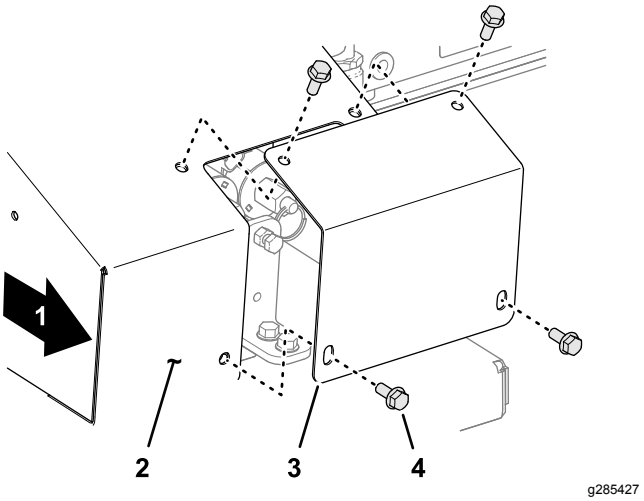

Figur 27
1. På høyre side av maskinen, fjern de fire flenshodeskruene som fester dekselplaten til overstyringsdekselet (Figur 27).